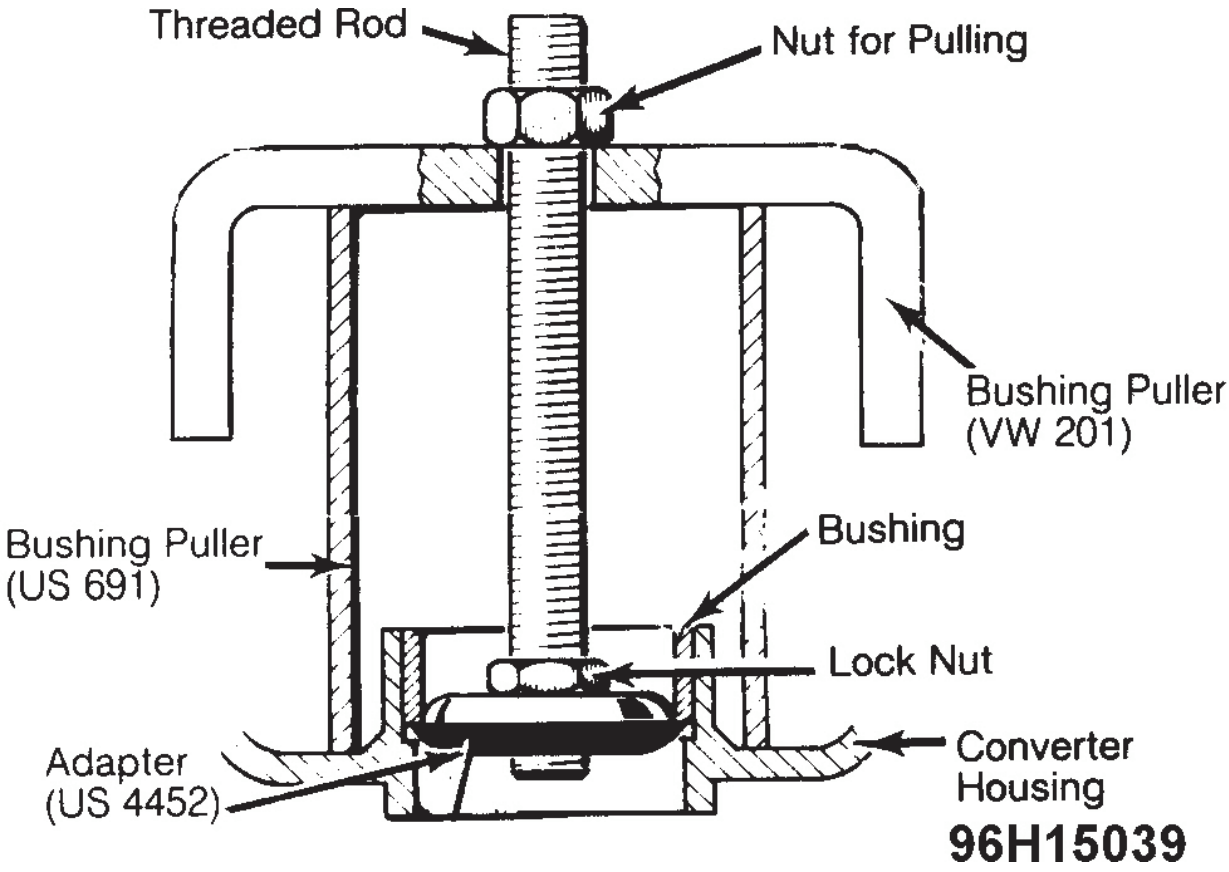

Fig. 5: Removing Torque Converter Bushing
2. To replace bushing, assemble Bushing Puller (VW201 or US691) and Adapter (US4452). Withdraw bushing from converter hub. See **Fig. 5**. Press new bushing into place using Bushing Drivers (VW412, VW420 and VW474) and Support (VW401).